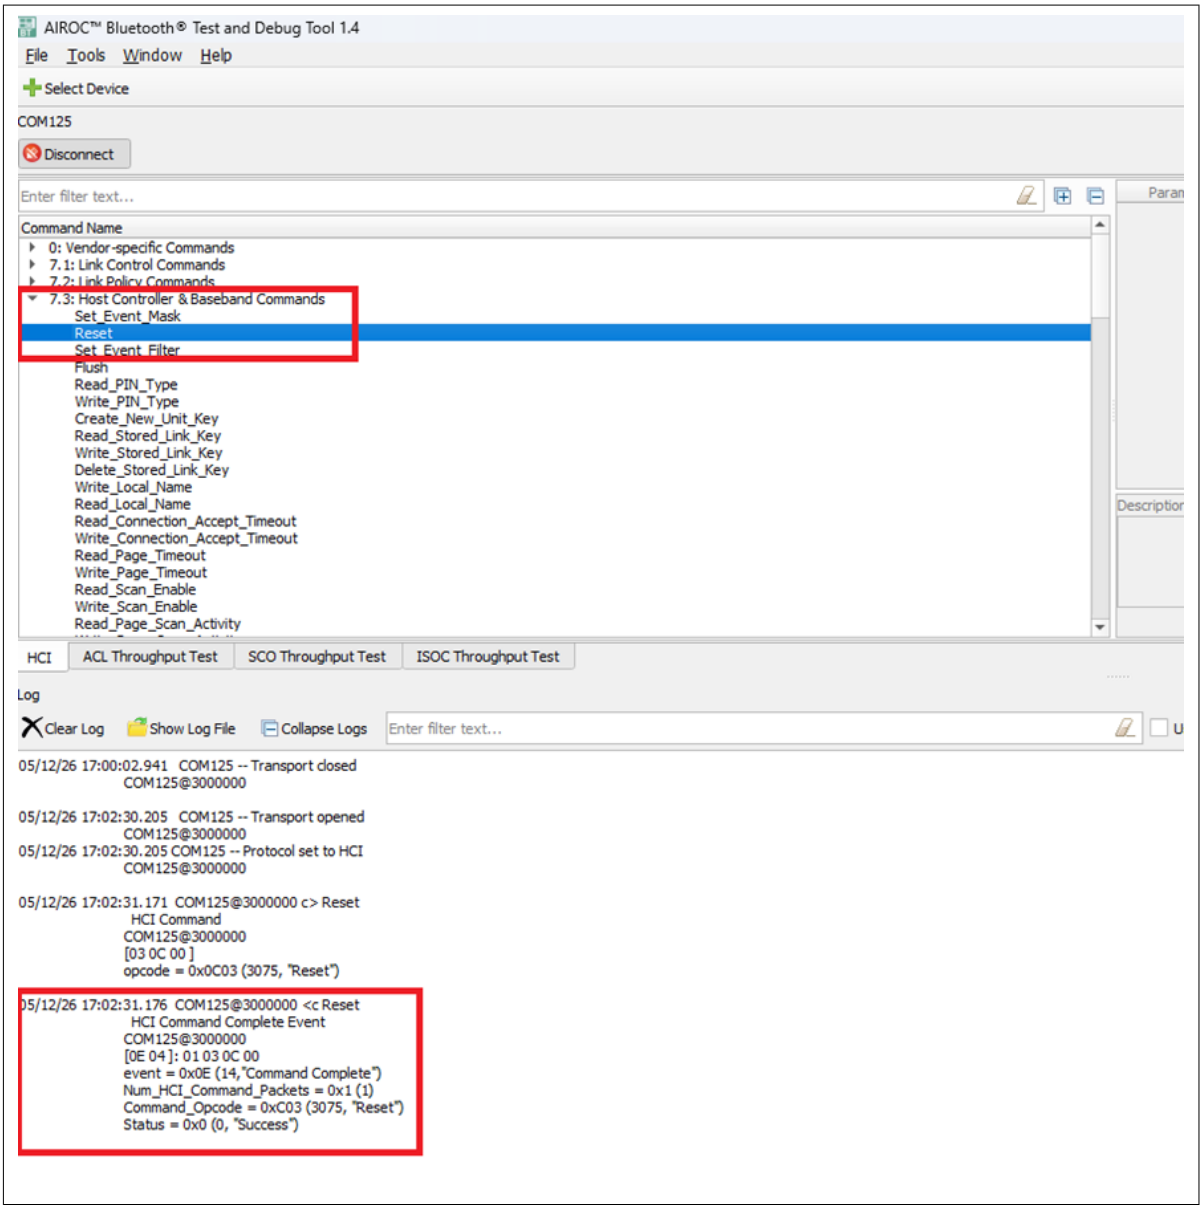

Figure 3 AIROC™ reset
2. The **Reset** command can be found under the Host Controller & Baseband Commands section, as shown in Figure 3